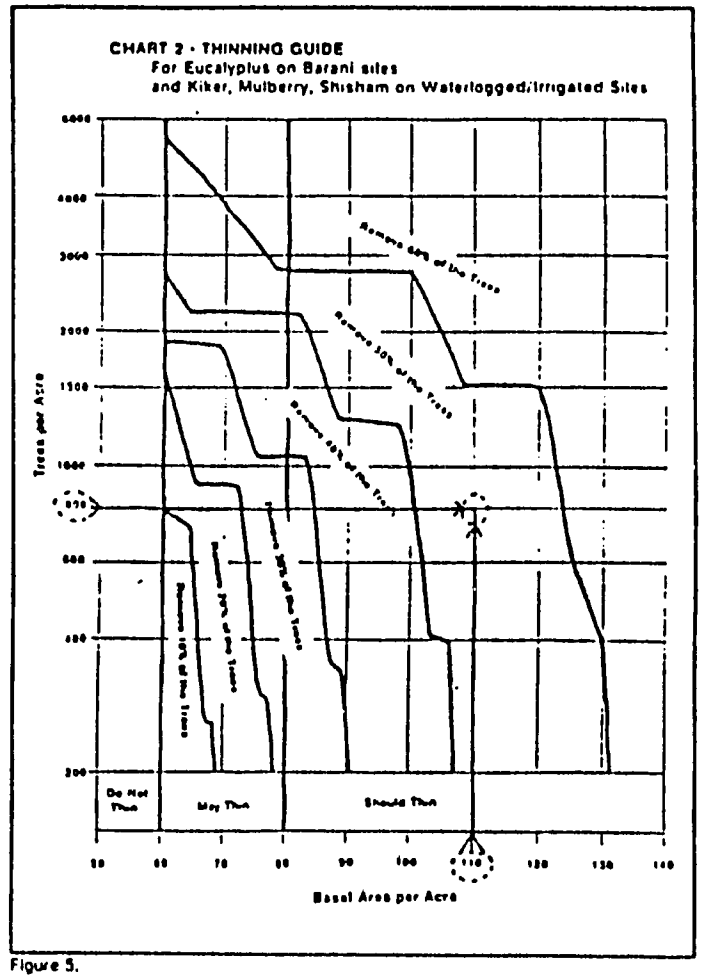

Figure 5.
b. On the horizontal axis of Chart 2 locate the BA value (in this example 110). Draw a vertical line up Chart 2 at the point BA = 110. Mark the point on Chart 2 where the two lines cross (Figure 5).